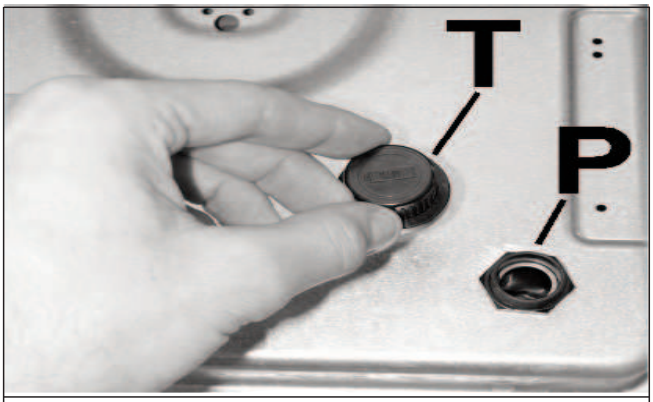

FIG. 12
- Desurubati capacul prinderii “T” (vezi fig. 12) si introduceti o baterie de 1.5 V cu polaritatea “+” spre interior. Resurubati capacul.